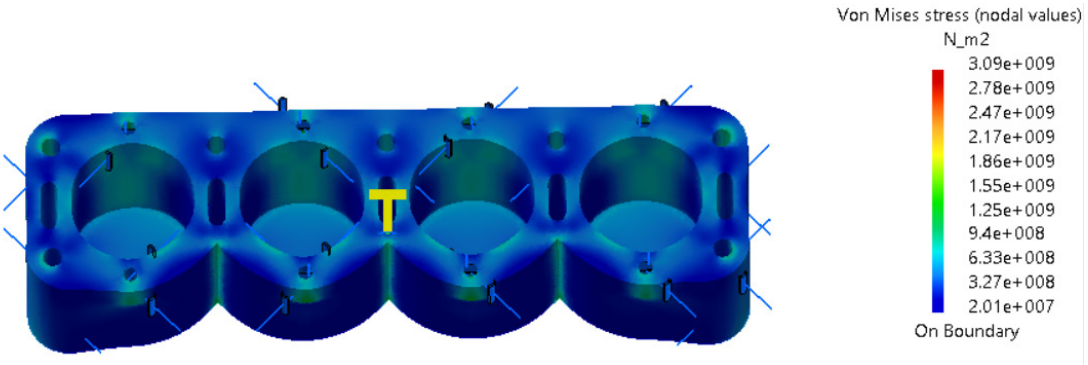

Figure 19-145 *The Von Mises Stress generated in the Engine Block*
1. Choose the **Von Mises Stress** tool from the **Image** toolbar; the deformation generated in the Engine block is displayed in the graphics area, refer to Figure 19-145.